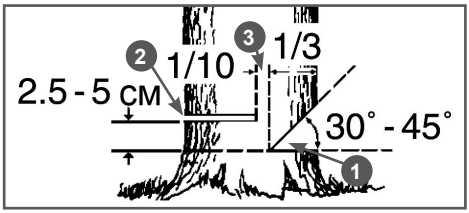

Рис.12 Расположение запила, пропила и недопила
8. Выберите направления падения дерева, для этого следует учесть силу и направление ветра, естественный наклон дерева, равномерность распределения веток в кроне дерева. Начните пилить с той стороны дерева, куда оно должно упасть (Рис.12).
Ни в коем случае не допиливать до конца недопил (3) Рис.12, так как вы не сможете контролировать направление падения дерева.